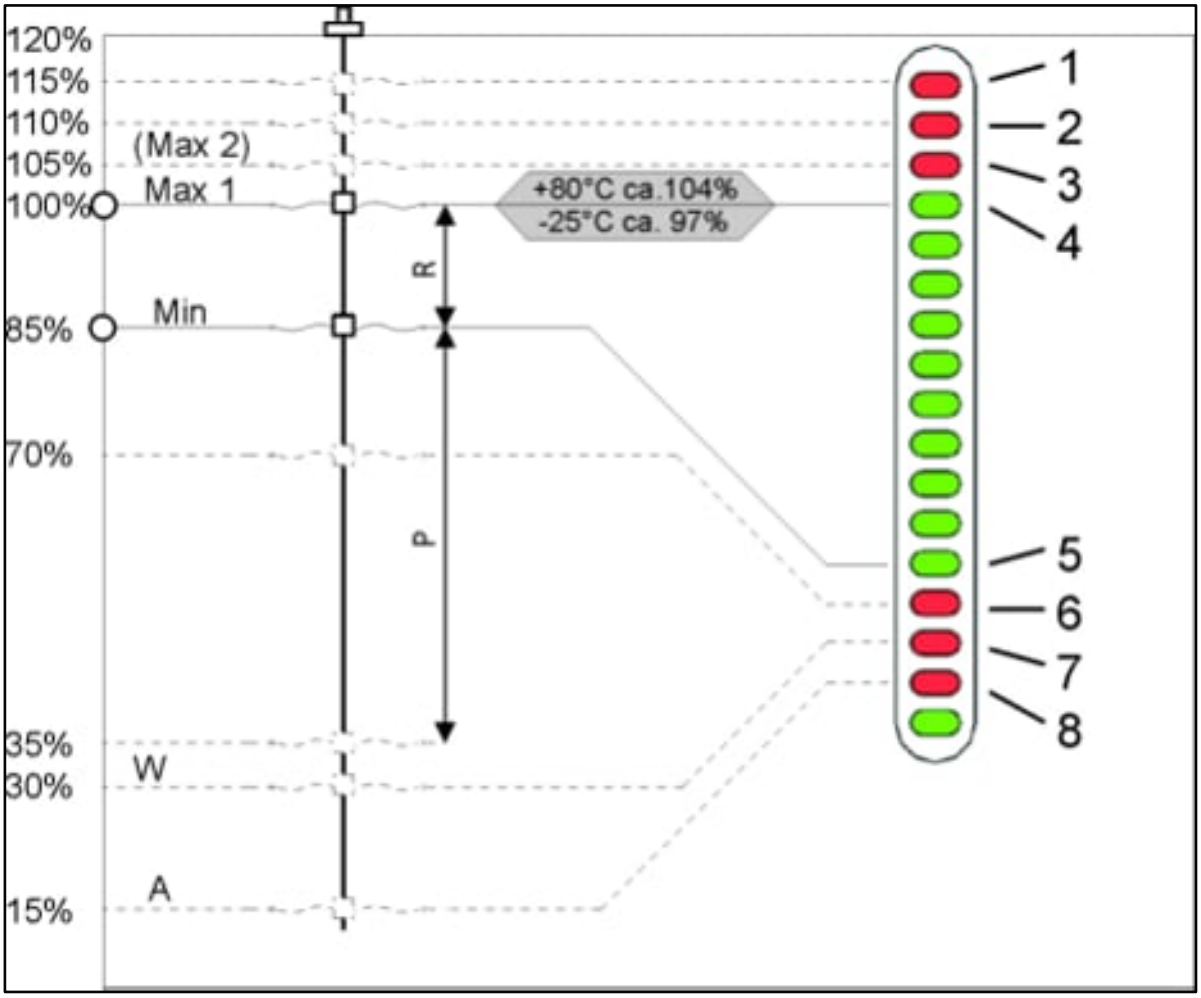

Fig. 27: Indicatore a strisce a LED serbatoio dell'olio idraulico
A fini di controllo, in corrispondenza del bocchettone di riempimento, cfr. Fig. 26 (1), è presente un indicatore a strisce LED (2) che segnala il livello dell'olio idraulico. Premendo il pulsante (3), l'indicatore di livello viene attivato per 15 s (cfr. anche Fig. 27).